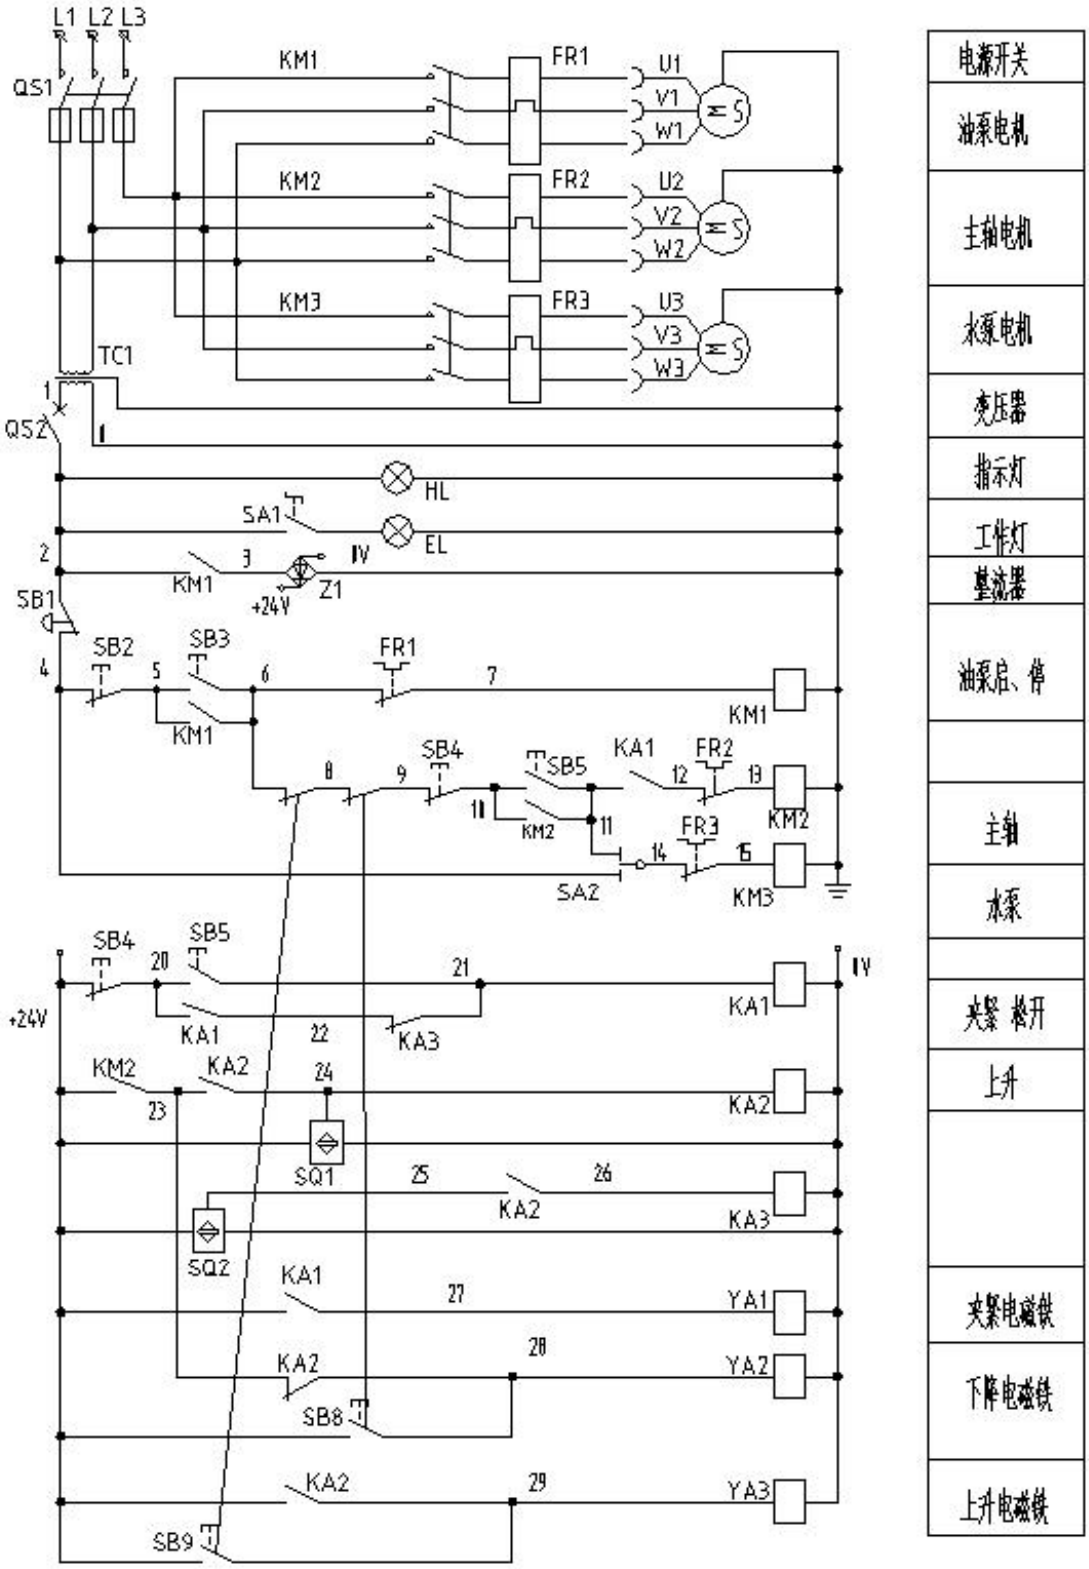

图 15 电气控制原理图
闭合电源（QS1）和（QS2）后，信号灯（EL）亮。在急停按扭（SB1）闭合的情况下可以对机床进行操作。首先是按“液压启动”（SB3）按钮，按扭上的绿色指示灯亮说明油泵已启动。按下“液压停止”（SB2）可以对油泵停止。在“液压启动”的前提下，按下“夹紧”（SB5）按钮，对工件夹紧方可工作，按 “松开”（SB4）按钮，可松开工件。在工件夹紧的情况下，按“工作”（SB7）按钮，油缸使传动机架向前运动，主电机工作带动钻头转动，传动机架前进一段行程后，调速阀碰块与液压行程调速阀接触，使传动机架运动由快速向前运动转为慢速向前运动，钻头开始切削，进入切削状态，通过旋转液压行程调速阀旋钮，可以改变前进速度快慢，移动液压速度碰块位置可以改变传动机架快进工进的行程，当钻头切削结束时：行程后限位调节块碰到行程开关，机头反向后退，当行程前限位调节块碰到接近开关时，机头停止后退，移动行程前/后限位调节块，可以改变机头前进/后退位置。旋转节流阀旋钮，可以调节机头前进速度。（见 P14 图 15）
2. 电气控制原理图，见图 15。